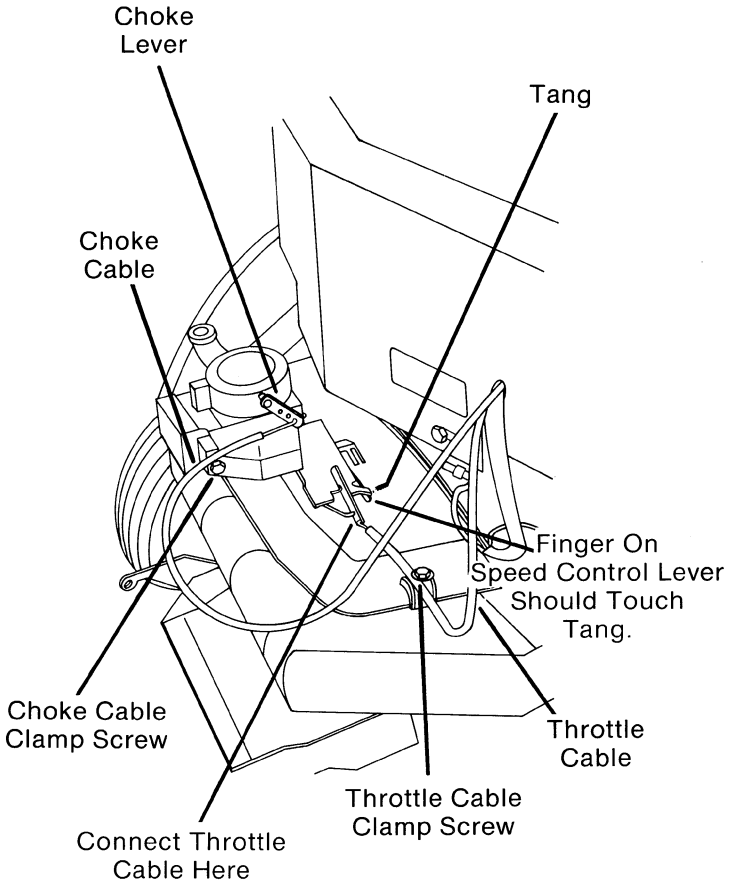
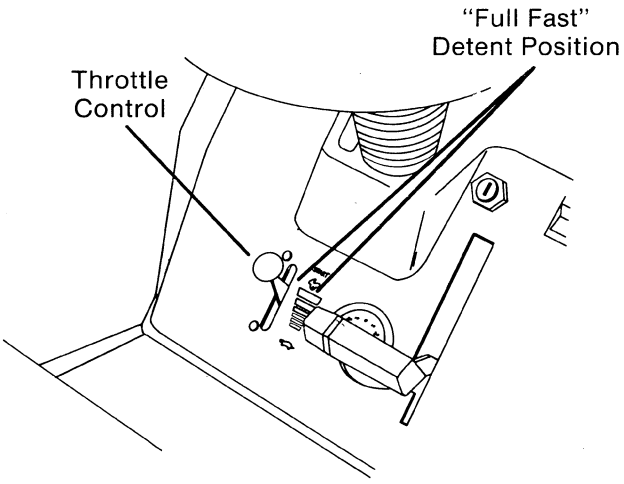

FIG. 6
FIG. 10 2.0032
G. Disconnect throttle cable at engine, by loosening throttle cable clamp screw far enough so that cable can be removed. Unhook cable end from throttle speed control lever. (Fig. 6)
H. Loosen choke cable clamp screw, on left side of carburetor, (Fig. 6) just far enough so choke cable can be removed. Remove end of cable from choke lever.
a. THROTTLE CABLE - Move throttle control lever up to the "FULL FAST" detent position. (Fig. 10) Attach end of throttle cable to speed control lever and pull cable to the left until finger on speed control lever touches tang. (Fig. 6) Slip cable under clamp and tighten cable clamp screw.
b. CHOKE CABLE - Remove air cleaner for this adjustment. Attach end of cable to choke lever on carburetor. (Fig. 6) Slip cable under cable clamp screw and lightly tighten screw. With choke control knob on instrument panel pushed in all the way, butterfly in carburetor throat should be fully open. Pull choke control knob out (minimum 1⅛"), butterfly in carburetor throat should be fully closed. Move cable under clamping screw until adjustments are achieved, then fully tighten choke cable clamp screw against choke cable.